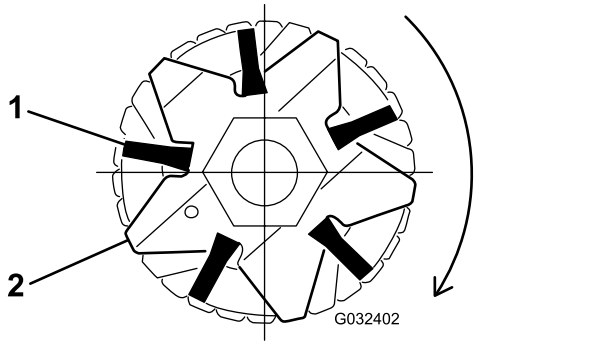

Figure 18
4. Engagez bien les brosses dans les fentes des lames du groomer (Figure 16 et Figure 18).
5. Enroulez les attaches sans les serrer, comme montré à la Figure 16, autour de l'arbre de cylindre et des brosses en les insérant dans les fentes des brosses Figure 18.